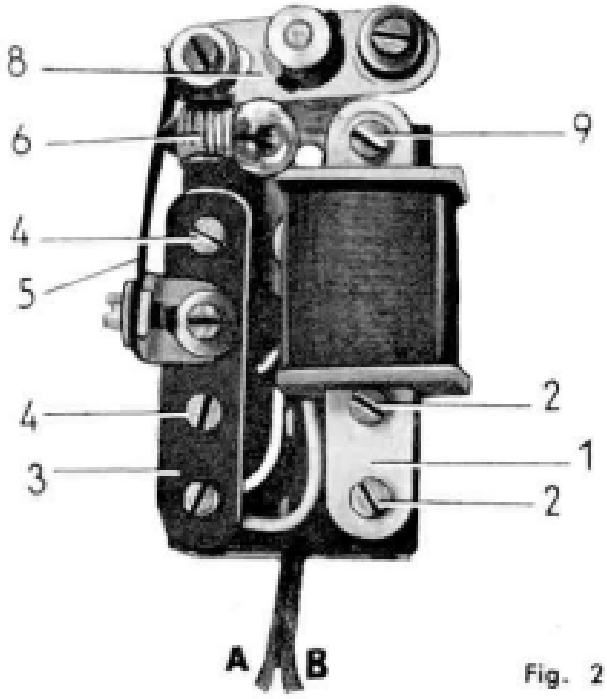

Fig. 2
Côté bobine, le bras de manivelle (8) porte 7 rondelles tenues par un boulon de 9,5 mm. Côté lampe, il porte une bague d'arrêt, tenue également par un boulon de 9,5 mm. Le dispositif est réglé de façon qu'en ordre de marche (fig. 2), la bague d'arrêt repousse légèrement l'extrémité de la lamelle (5) et l'écarte de la lampe.